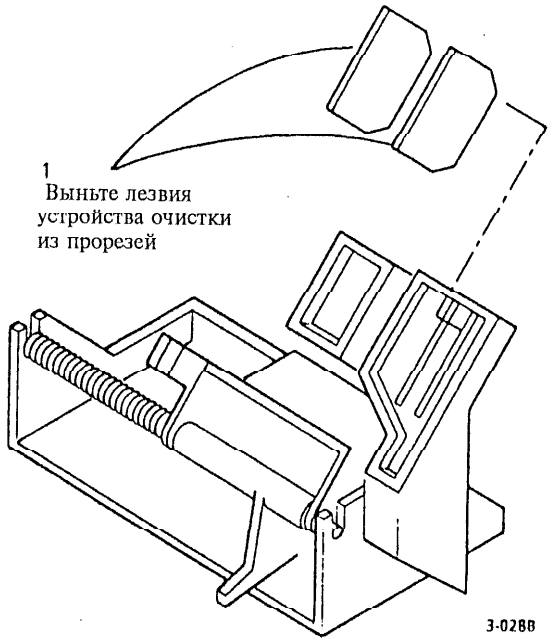

Рис. 1 Снятие лезвий устройства очистки с поддерживающего узла
2. (Рис. 1): Снимите лезвия устройства очистки с поддерживающего узла.